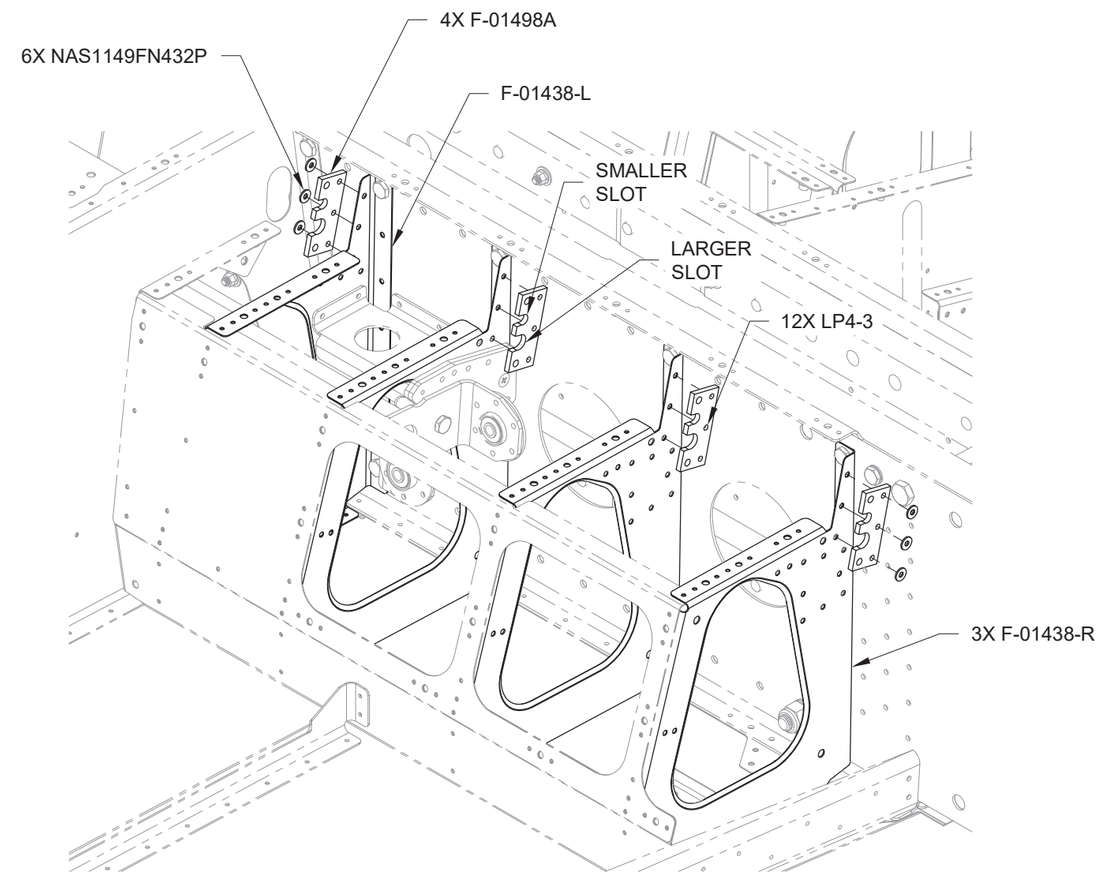

FIGURE 2: ATTACH FUEL LINE BRACKETS
Step 3: Rivet the eight F-01498A Fuel Line Brackets to the F-01438-L & -R Cover Ribs as shown in Figure 2. Use the wedge tool as required. The larger slot in each fuel line bracket must be on the bottom.
For the inboard and outboard brackets, place the manufactured head of the rivet against the cover rib and create the shop head against a washer (so that the washer protects the bracket). See Figure 2.
Step 2: Remove the lever from the fuel selector valve. See Figure 2.